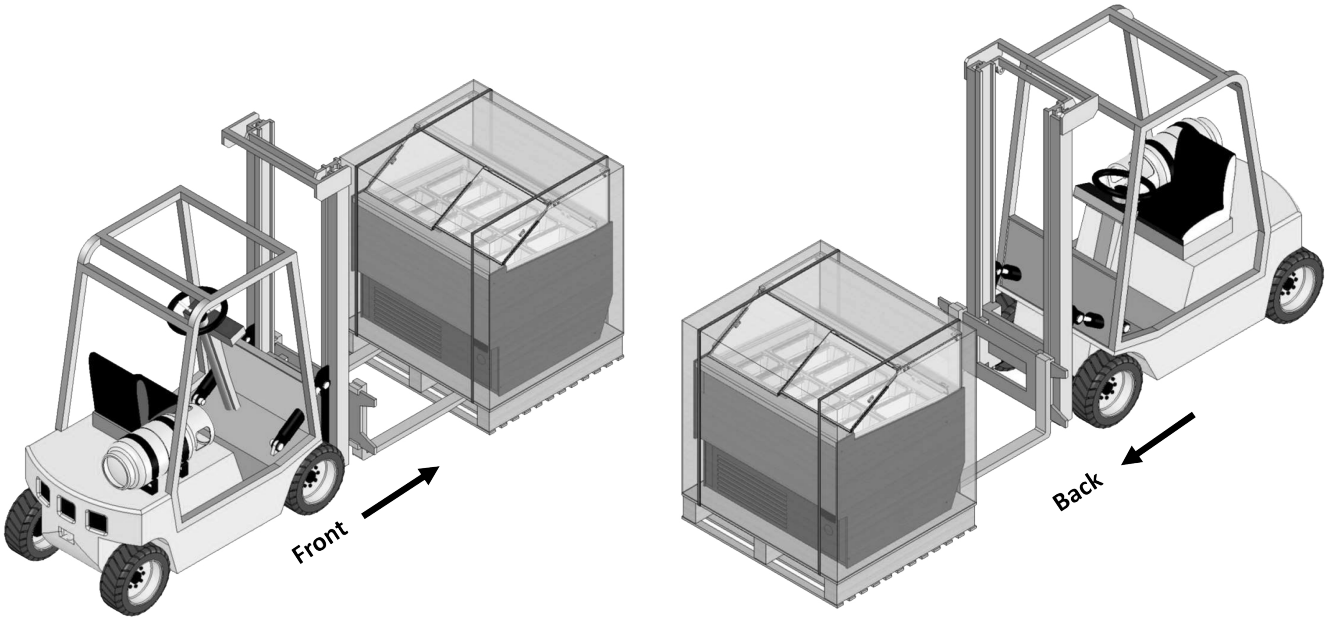

fig. 11
- I colli che compongono l'apparecchiatura devono essere movimentate esclusivamente mediante carrello elevatore (fig.11), lo spostamento manuale può provocare danni strutturali specialmente al castello vetri.